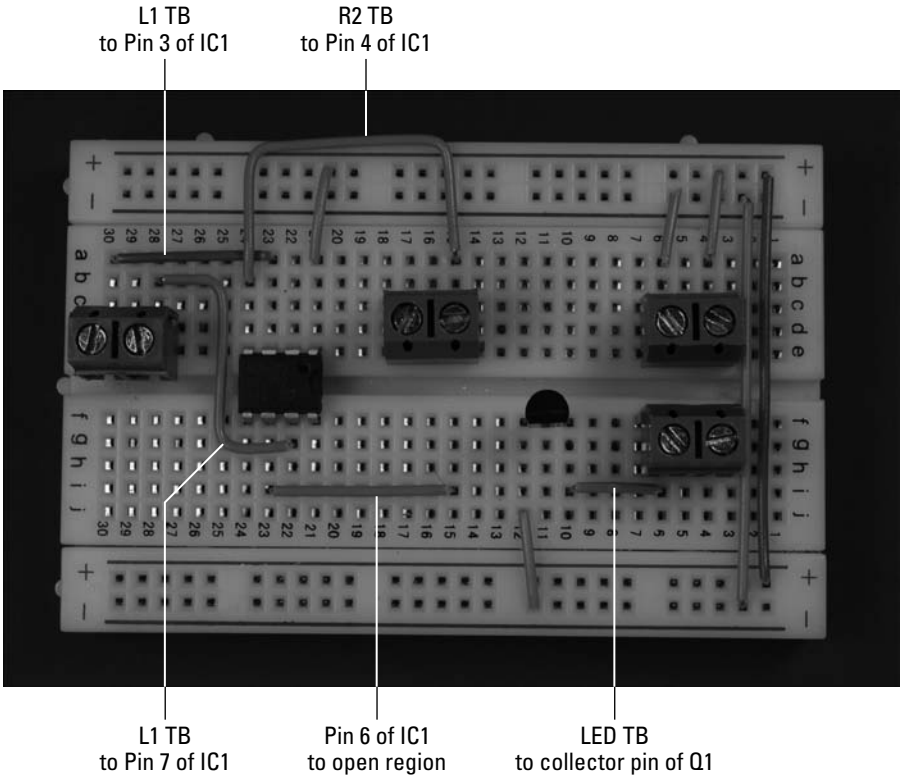

Figure 12-8: Hook up the ICs, terminal blocks (TB), and discrete components.
4. **Insert wires to connect the IC and discrete components, terminal block for the coil (L1), terminal block for the potentiometer (R2), and terminal block for the LED, as shown in Figure 12-8.**